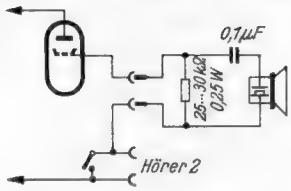
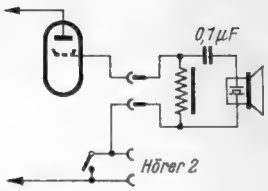

Bild 2. Anschluß eines Kristallkopfhörers mit einem ohmschen Anodenwiderstand
Bild 3. Anschluß eines Kristallkopfhörers mit einer Anodendrossel
5. Das Anschließen eines Kristallhörers ist gleichfalls möglich. Diese Hörer sind jedoch hochohmig und müssen gleichstromfrei angeschlossen werden. Als Außenwiderstand ist hierfür ein Widerstand von 25 bis 30 kΩ (0,25 W) nötig, ferner ein Kondensator von mindestens 0,1 µF Kapazität **(Bild 2)**. Größere Lautstärke und besseren Klang ergibt allerdings eine Ausgangsdrossel mit möglichst hoher Impedanz **(Bild 3)**.